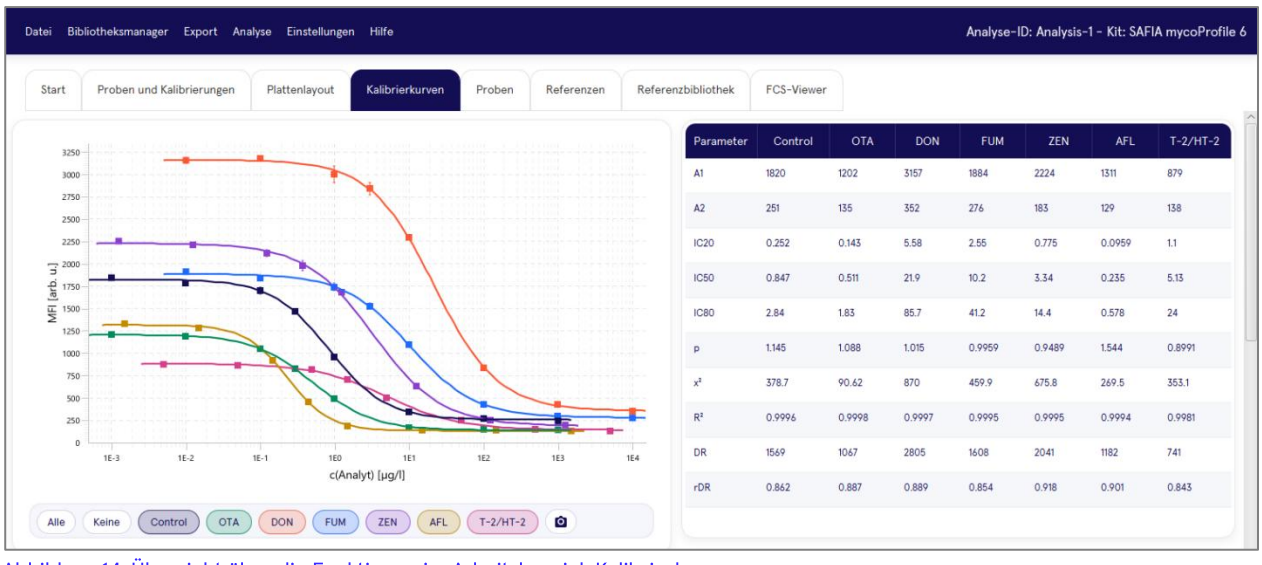

Abbildung 14. Übersicht über die Funktionen im Arbeitsbereich Kalibrierkurven
3. Anhand des Plattenlayouts und der Messdaten der Kalibrationsstandards werden nun sigmoide Kalibrierkurve erstellt (siehe Abbildung 14). Auf deren Grundlage erfolgt die automatische Berechnung der Mykotoxinkonzentrationen in den Proben.